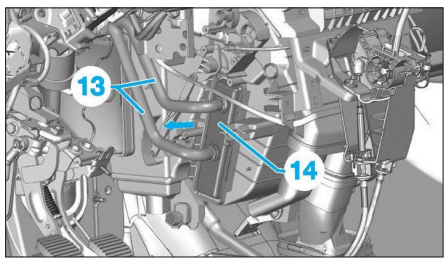

**Fig. 22**
• Ecarter les tuyaux (13) **(Fig.22)**.
• Déposer l'aérotherme (14).